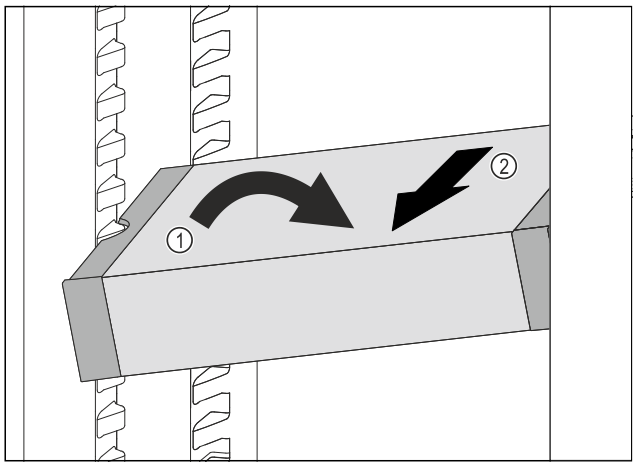

Fig. 171
▶ 在冷藏区中倾斜 VarioSafe。 *Fig. 171 (1)*
▶ 向前取出 VarioSafe。 *Fig. 171 (2)*